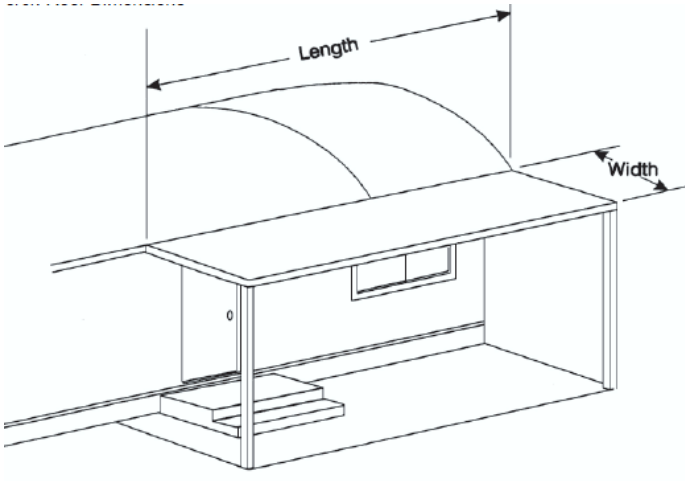

Figure 10.2. Carport/Porch Roof Dimensions.
- **Carport/Porch Roof Length, Width and Orientation** – A carport/ porch roof is a shelter with no walls that extends out from one wall of the mobile home (see Figure 10.2). Often, this shelter is used to park a car or shade an outdoor sitting area. Enter the length and width of this carport/porch roof in feet. The length is the dimension parallel to the mobile home. Enter 0 for the length and width if no carport/porch roof exists.